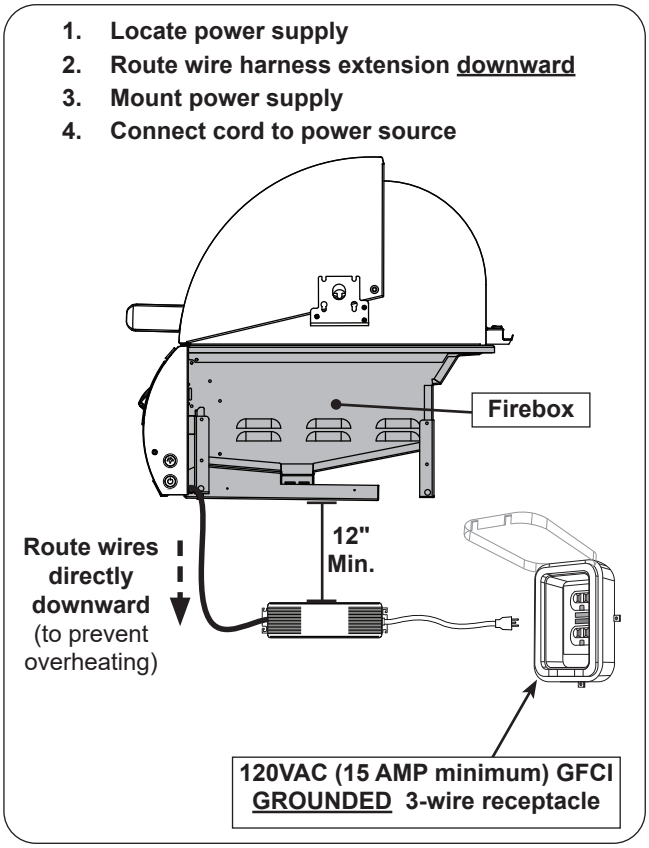

Fig. 29-3 Electrical installation
1. Route the power supply below the control panel and directly downward. This will prevent overheating. **DO NOT** route the harness below the unit firebox. See Fig. 29-3.
- located at least **12"** below the bottom of the unit (see Fig. 29-3)
3. Connect the power cord to a **120VAC (15 AMP minimum) GFCI GROUNDED three-wire receptacle** (see Fig. 29-3). The GFCI receptacle must be a WEATHER-PROOF IN-USE COVERED RECEPTACLE.